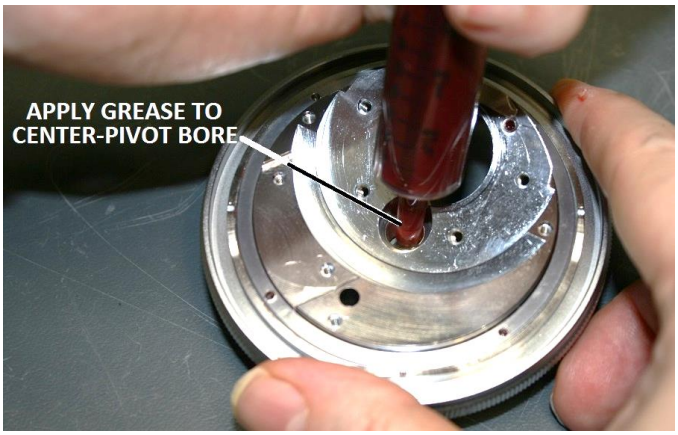

Figure 28 – Apply grease to the center-pivot bore
Apply a small amount of grease (item 6 of **Appendix 1**) into the center-pivot bore of the stationary base for the ¼" bearing ball (see **Figure 28**).